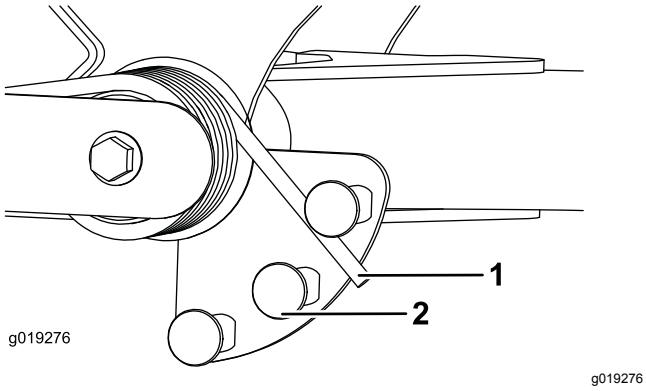

**Figur 53**
2. Sett inn et rør eller lignende objekt på den lange fjærenden og sving det rundt fjæraktuatoren til ønsket stilling (Figur 53).